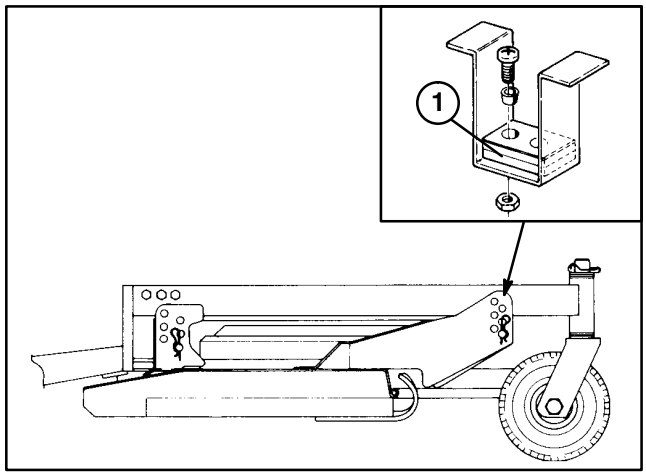

Figure 15
10. Check to make sure front height−of cut pins are resting properly on frame cushions (Fig. 15). If pins are not resting properly, place a shim or shims under cushion to raise it for proper alignment.